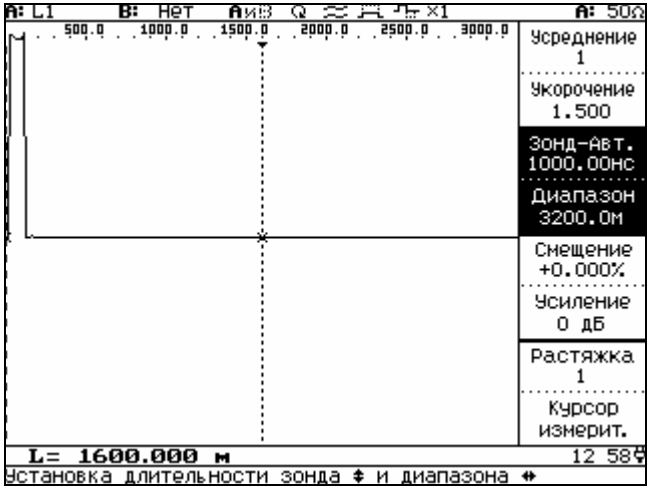

Рисунок 6.9
6.3.8 Режим изменения диапазона измерения расстояния и длительности зондирующего импульса (рисунок 6.9) выбирается нажатием кнопки **F2**.